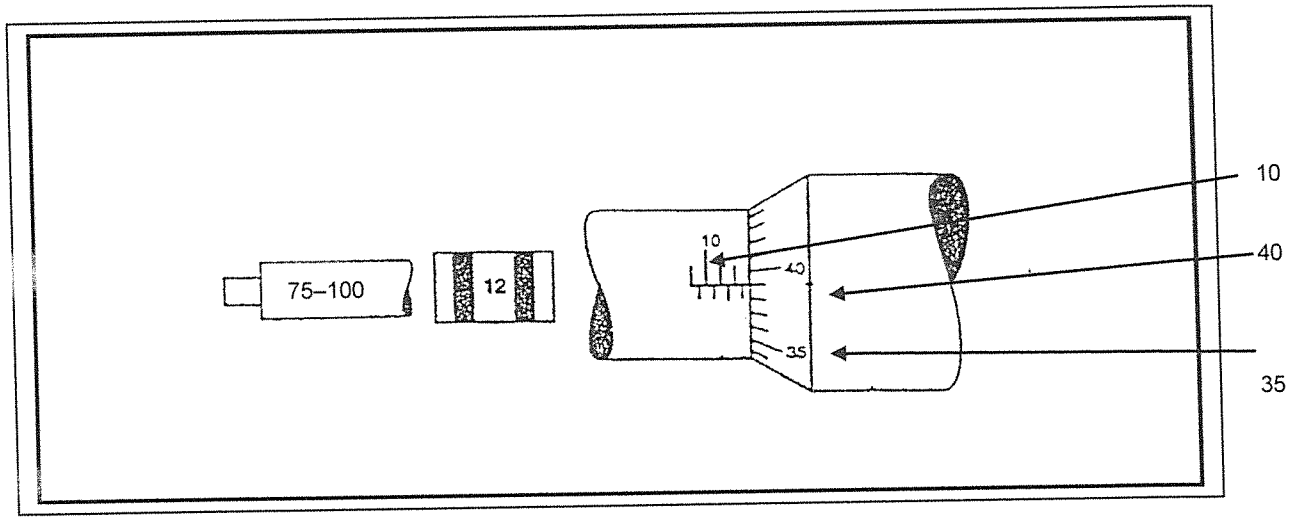

FIGURE 2
Answer the questions below by making reference to FIGURE 2.
2.1.1 Write down the correct reading as seen in FIGURE 2. (1)